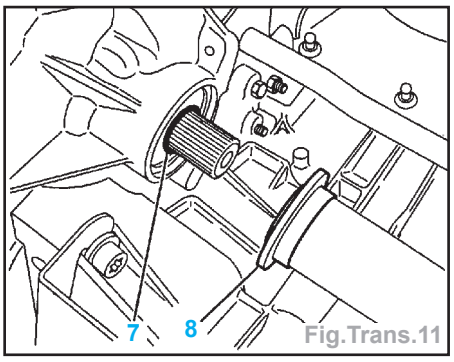

Fig.Trans.11
- Lors de la repose de la transmission droite, contrôler (Fig.Trans.11) :
• la présence et l'état du joint torique (7),
• la présence du cache-poussière (8).